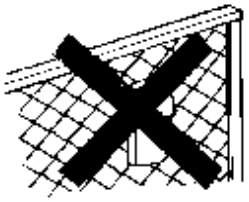

Figura 5 - Esempio di superficie su cui evitare l'installazione delle barriere
- Installare le barriere su superfici o pali del tutto esenti da vibrazioni (Figura 5).